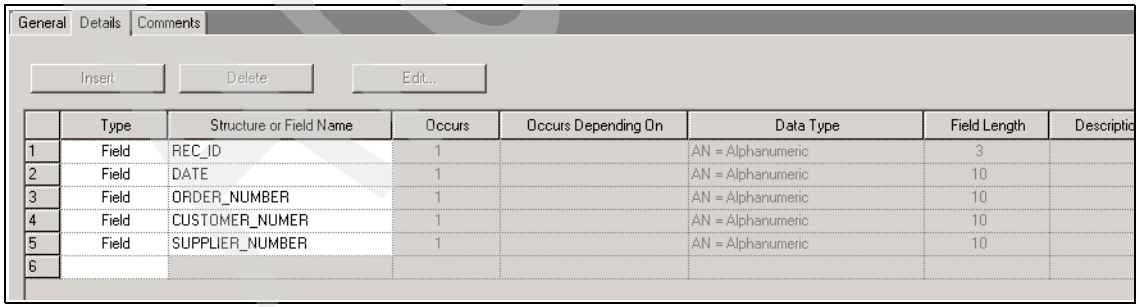

Figure 15-5 HEADER record definition
7. When complete, the **Details** tab should appear as shown in Figure 15-5.